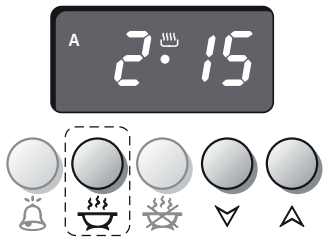

Fig. 7.8
1. Set the cooking time by pressing button and then ⩓ to move forward or ⩔ to move back if you have gone beyond the required time (fig. 7.8).